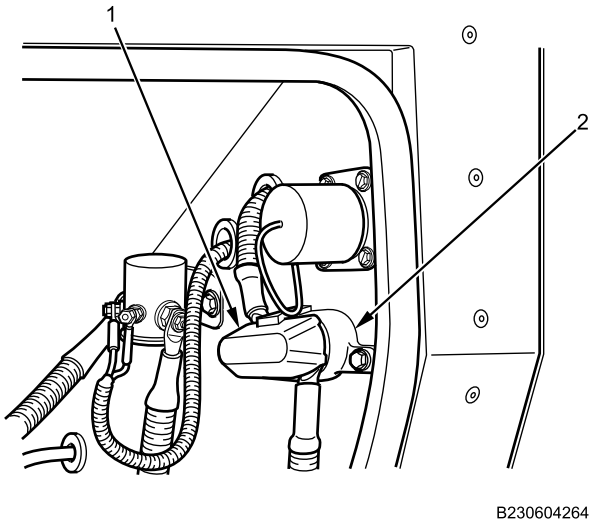

Figure 12. Mega-Fuse Cover.
5. Close mega-fuse cover (Figure 12, Item 1) on mega-fuse (Figure 12, Item 2).